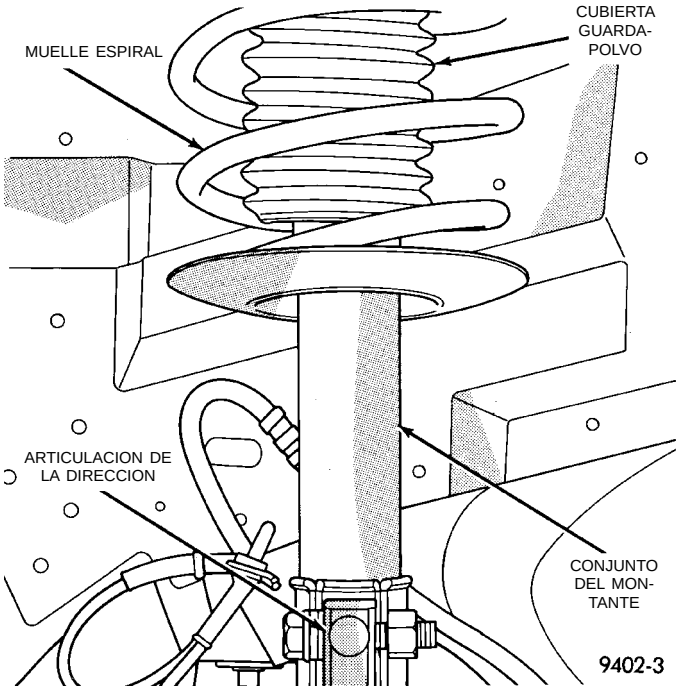

Fig. 8 Inspección del conjunto del montante McPherson
(1) Inspeccione los muelles espiral para detectar daños o roturas (Fig. 8).
(2) Inspeccione las cubiertas guardapolvo del conjunto del montante para detectar si están desgarradas o dañadas (Fig. 8).